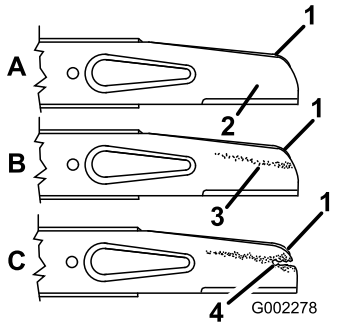

**Rysunek 24**
2. Zdejmij nakrętki ostrza, przyspieszacz i ostrze (Rysunek 24).